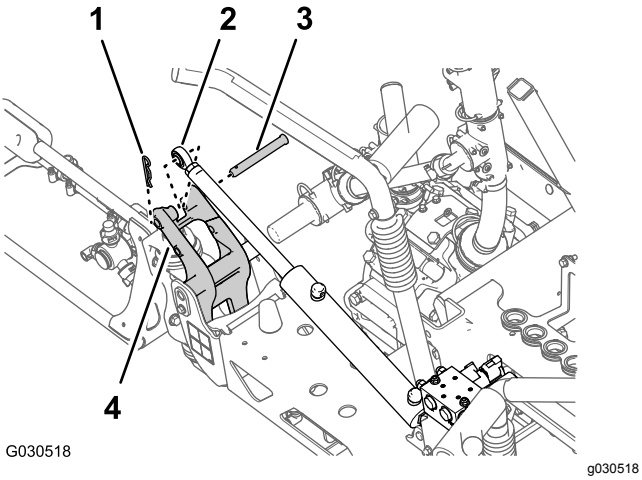

Rysunek 40
2. Wyjmij zawleczkę, a następnie sworzeń mocujący siłownik od strony tłoczyska do wspornika osi obrotu (Rysunek 40).